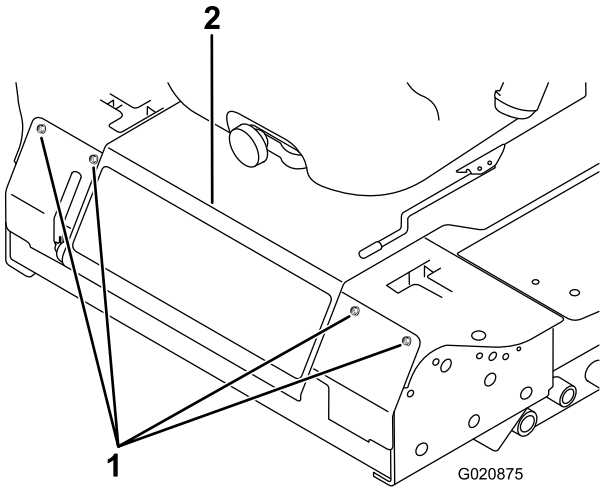

Figur 55
3. Fjern de bolte, der fastgør frontpanelet, og tag panelet af (Figur 55).